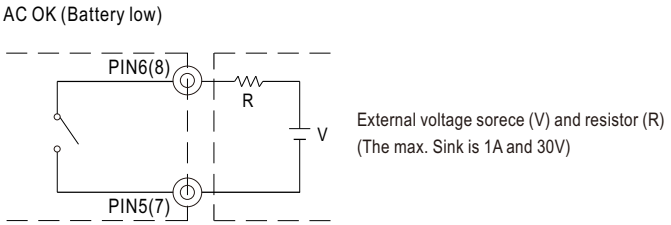

Fig 2.2 Internal circuit of AC OK (Battery Low), via relay contact
(1) Alarm Signal is sent out through " AC OK " & " Battery Low " pins via relay contact.
(2) An external voltage source is required for this function. The maximum applied voltage is 30V and the maximum sink current is 1A. Please refer to Fig 2.2.
(3) Table2.1 explains the alarm function built in the power supply
(4) AC OK signal (RL1,referring to Block Diagram) will go into hiccup mode when the overload protecton is activated.